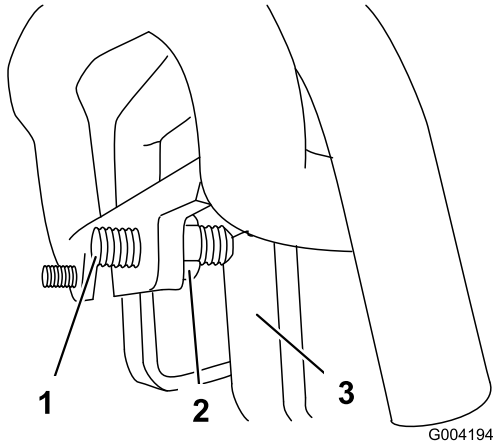

Rysunek 57
3. Jeżeli maszyna skręca **w lewo**, poluzuj **prawą** nakrętkę zabezpieczającą i wyreguluj śrubę ustalającą zespołu jezdnego z przodu dźwigni sterowania zespołem jezdnym (Rysunek 57).
4. Jeżeli maszyna skręca **w prawo**, poluzuj **lewą** nakrętkę zabezpieczającą i wyreguluj śrubę ustalającą zespołu jezdnego z przodu dźwigni sterowania zespołem jezdnym (Rysunek 57).